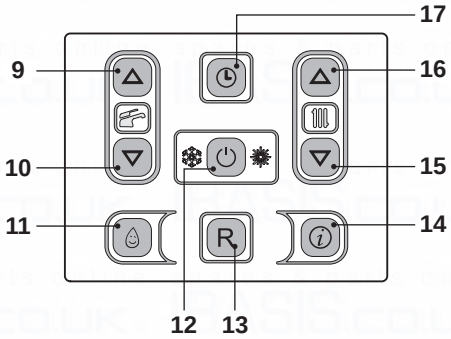
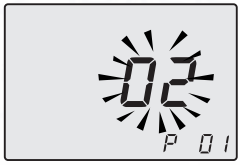
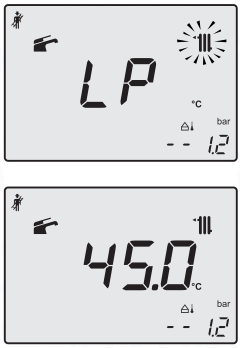
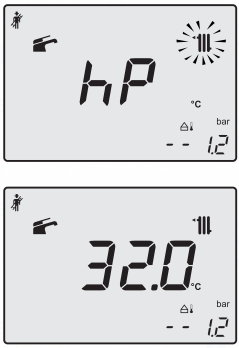

Fig. 9.19
Fig. 9.20
Fig. 9.21
Fig. 9.22
- Enter in "programming mode" by pressing keys 12 - 15 - 16 (Fig. 9.19) for 10 seconds at the same time until the letters **P01** are displayed on the LCD display, indicating that "parameter 01" (Fig. 9.20) has been activated.
- Press keys 15 and 16 (Fig. 9.19) at the same time until the LCD display displays the letters **LP** that alternate with the heating water temperature value (e.g.**45**), indicating the activation of the "chimney sweep function" at minimum output (Fig. 9.21).
- By pressing 16 (Fig. 9.19) it is possible to change power in chimney sweep mode: with the letters **hP** on the LCD display which alternate between the heated water temperature (i.e.**32**), we are in the “chimney sweep function” at the minimum power during heating (Fig. 9.22).
- Press keys 12 - 15 - 16 (Fig. 9.19) at the same time again to exit the "chimney sweep mode" and return to the previously set boiler status (Fig. 9.25).